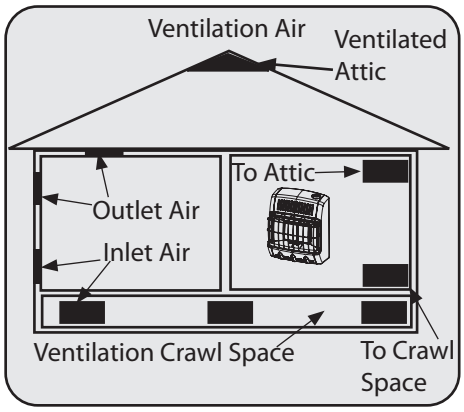

Figure 3
b. Vent room directly to the outdoors. See Ventilation From Outdoors (Fig. 3).